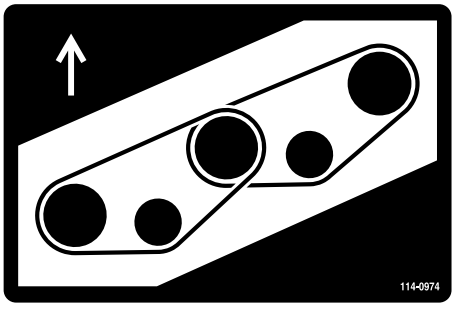
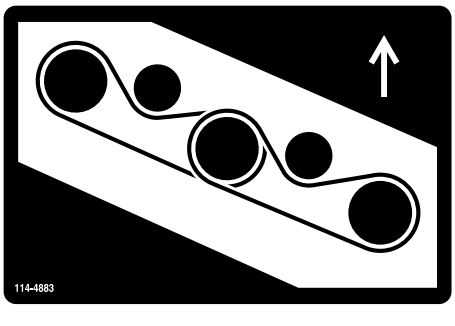

Figur 131
Figur 132
7. Dra den nya remmen runt spindelskivorna och mellanremskiveenheten (Figur 131 och Figur 132).